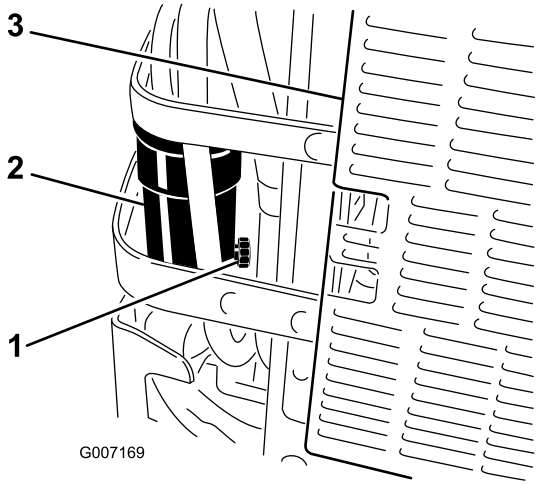

Figuur 54
6. Open de aftapklep op de waterafscheider ongeveer één slag om water en andere verontreinigingen weg te laten lopen (Figuur 54).
7. Sluit de aftapklep als er dieselbrandstof naar buiten komt (Figuur 54).